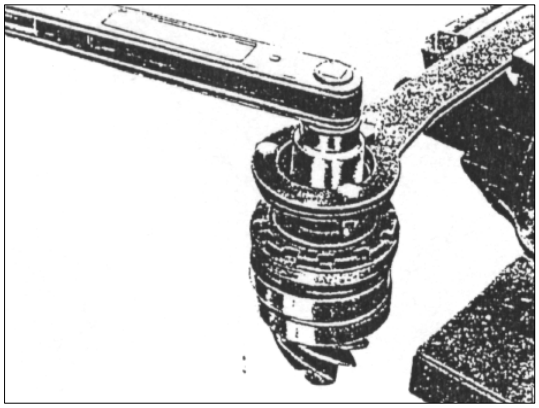

РИС. 330
11) Установите держатель 321 589 0131 на фланец и закрепите его, используя болты и гайки М10. Зажмите держатель в тиски. Используя ключ 41 мм, зажмите гайку с усилием 32-36 кг·м. (см. рис.330), на этой стадии не устанавливайте распорное кольцо наружных колец подшипников ведущей шестерни главной передачи.